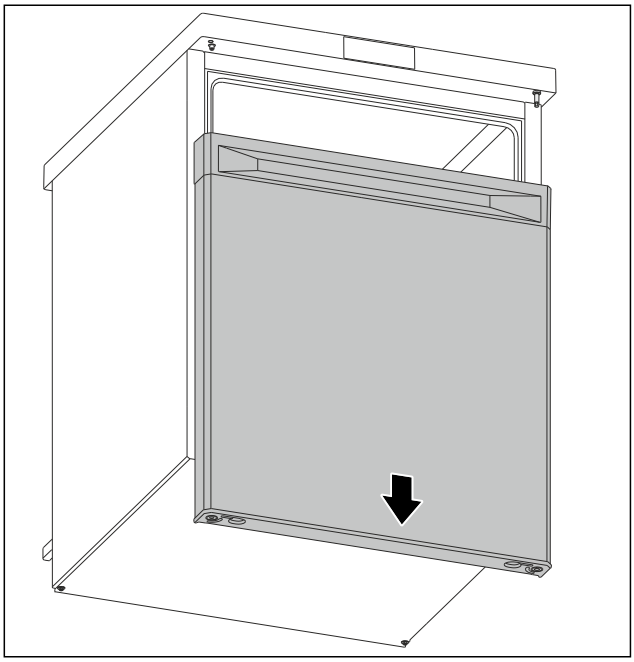

Fig. 8
▶ Detașați ușa în jos. (vezi Fig. 8)